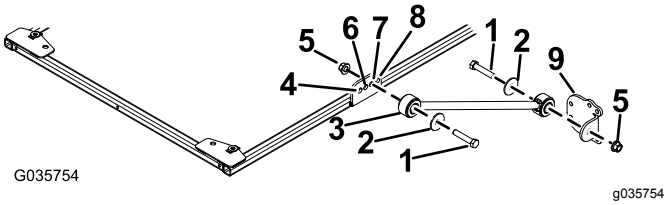

Figuur 35
2. Monteer aan beide zijden van het zonneschermframe losjes een steun in het derde gat van de steunbeugel. Gebruik een bout (½" x 2½"), een ring (½") en een flensmoer (½") zoals getoond in Figuur 35.
3. Monteer losjes een steunbeugel aan de steunen; gebruik hiervoor een bout (½" x 2½"), een ring (½") en een flensmoer (½"); zie Figuur 35.